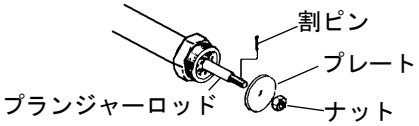

Fig. 12
4) プランジャーロッド先端の割ピンを抜き、ナット、プレートを取り出してください（Fig. 12）。